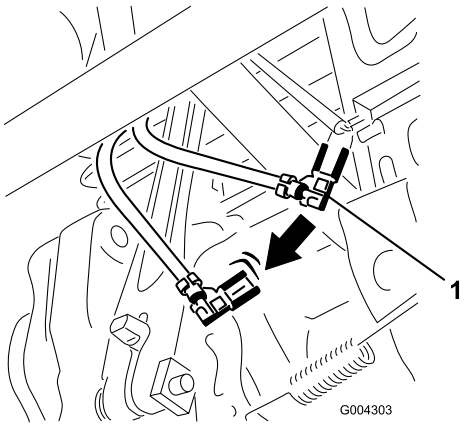

Figur 19
6. Lossa den gröna jordningskabelklämman under gasen (Figur 19).